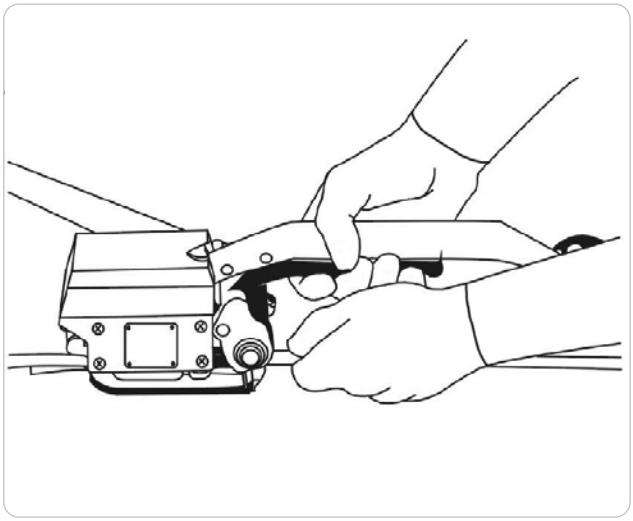

Figura 2
2. O braço oscilante é acionado com a mão direita. A mão esquerda guia as duas extremidades sobrepostas da precinta de aço para dentro do dispositivo até ao batente, como indicado na figura 2.